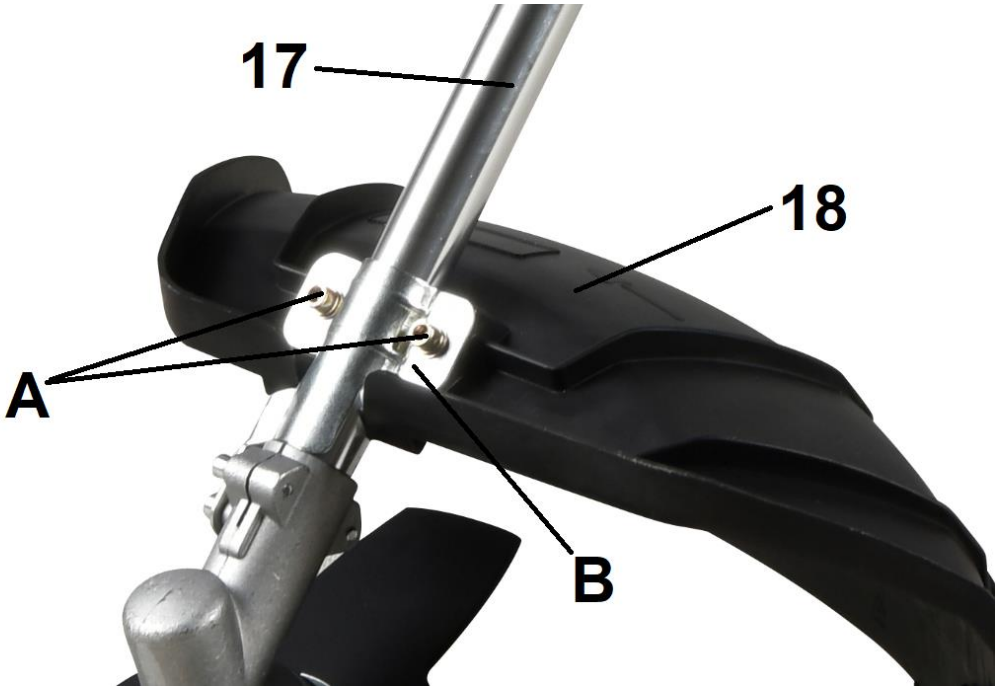

Rys. 4
1. Odkręć śruby (Rys. 4, poz. A) przytwierdzające zacisk (Rys. 4, poz. AB znajdujący się na osłonie bezpieczeństwa (Rys. 4, poz. A18).
2. Następnie przymocuj osłonę bezpieczeństwa do dolnej części rury kosy (Rys. 4, poz. 17) i przykręć za pomocą zacisku oraz śrub.